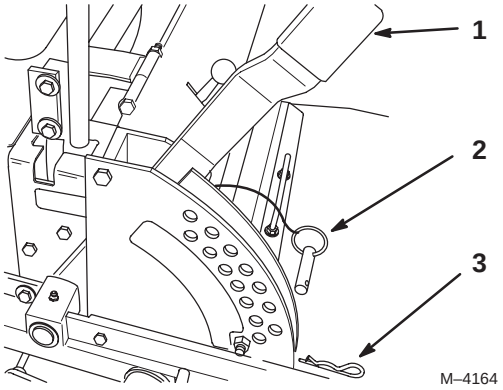

Figure 21
1. Relevez le levier de sélection de hauteur de coupe en position de transport (qui correspond aussi à la hauteur de coupe de 127 mm [5”]) (Fig. 21).
2. Pour changer de hauteur de coupe, retirez la goupille fendue et l’axe de chape du support de hauteur de coupe (Fig. 21).
3. Placez l’axe de chape dans le trou du support correspondant à la hauteur de coupe voulue (Fig. 21).
4. Fixez l’axe de chape avec la goupille fendue (Fig. 21).